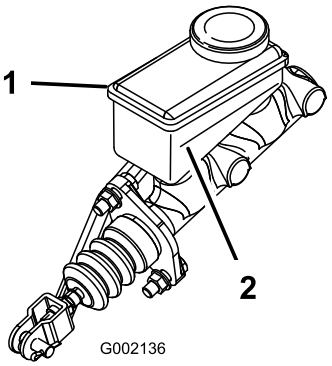

Figura 18
3. Osservate la linea del livello del fluido sul lato del serbatoio. (Figura 18).
B. Aggiungete il fluido dei freni DOT 3 al serbatoio, in modo che il livello del fluido sia superiore alla linea del minimo (Figura 18).
5. Montate il tappo di gomma sulla parte superiore della plancia (Figura 18).